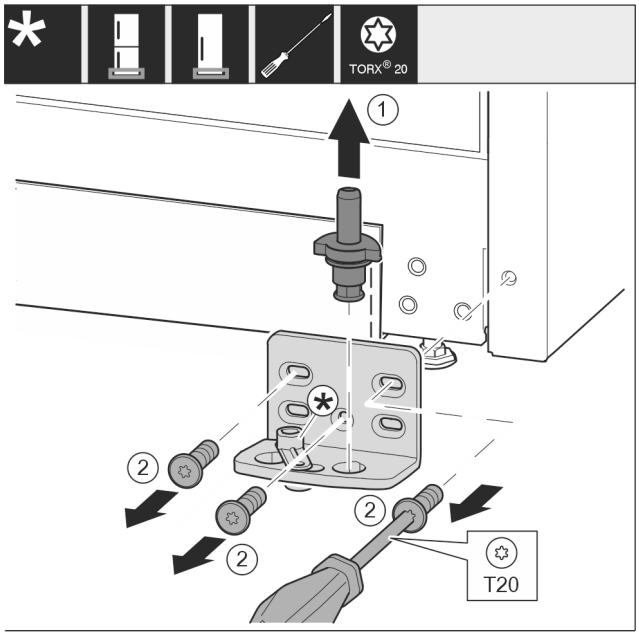

*Fig. 17 **
- ▶ Lagerbout *Fig. 17 (1)* volledig naar boven toe wegtrekken.*
- ▶ Schroeven *Fig. 17 (2)* met schroevendraaier er uit draaien en het lagerbok wegnemen.*